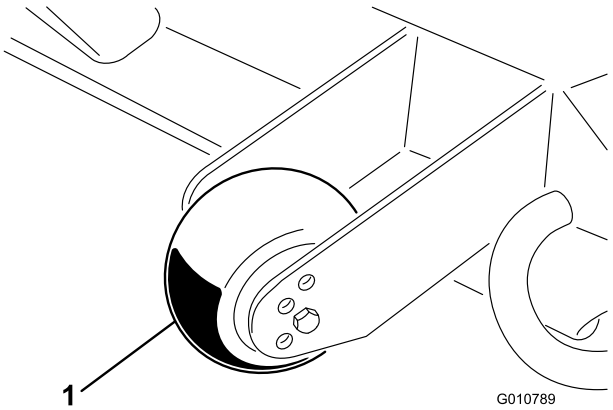

Figuur 11
1. Verwijder de tapbout en de moer waarmee het maatwiel is bevestigd aan de beugels van het maaidek (Figuur 11).